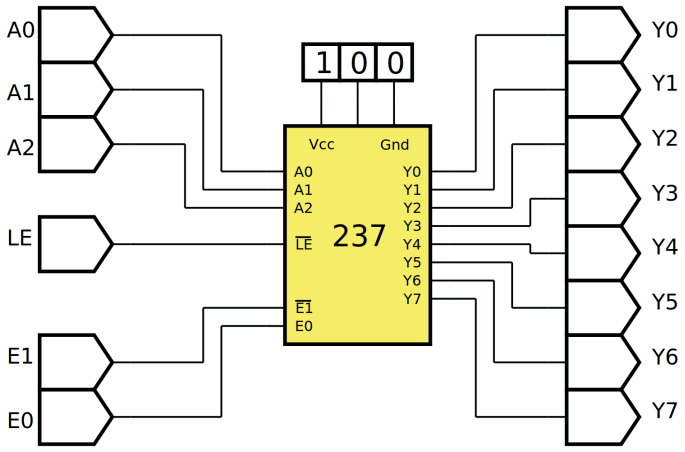

Figura 8.23 – Diagrama esquemático.
4. Utilize um programa de simulação em computador (SmartSim, Atanua, Qucs) faça a simulação do circuito da figura 8.23. Compare os resultados com a tabela 8.6.